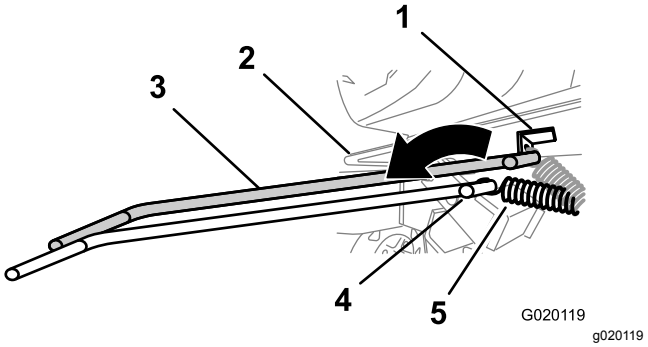

Figure 53
7. Using a spring-removal tool (Toro Part No. 92-5771), remove the spring from the anchor bracket on the engine deck (Figure 53).
7. Using a spring-removal tool (Toro Part No. 92-5771), install the tension spring to the anchor bracket on the engine deck (Figure 53).